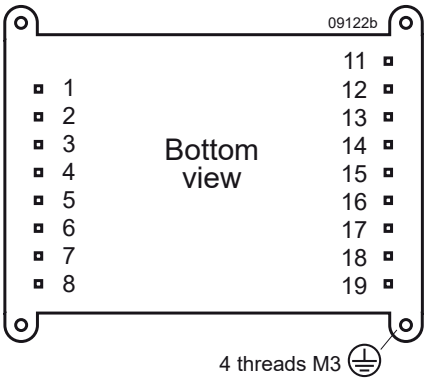

*Fig. 15*
- Reinforced insulation input to output for 110IMY70 models, basic insulation to the case, based on the input voltage of 150 V. The case can be reliably connected to PE (protective earth) – except option Z; see fig. 15 and 16.